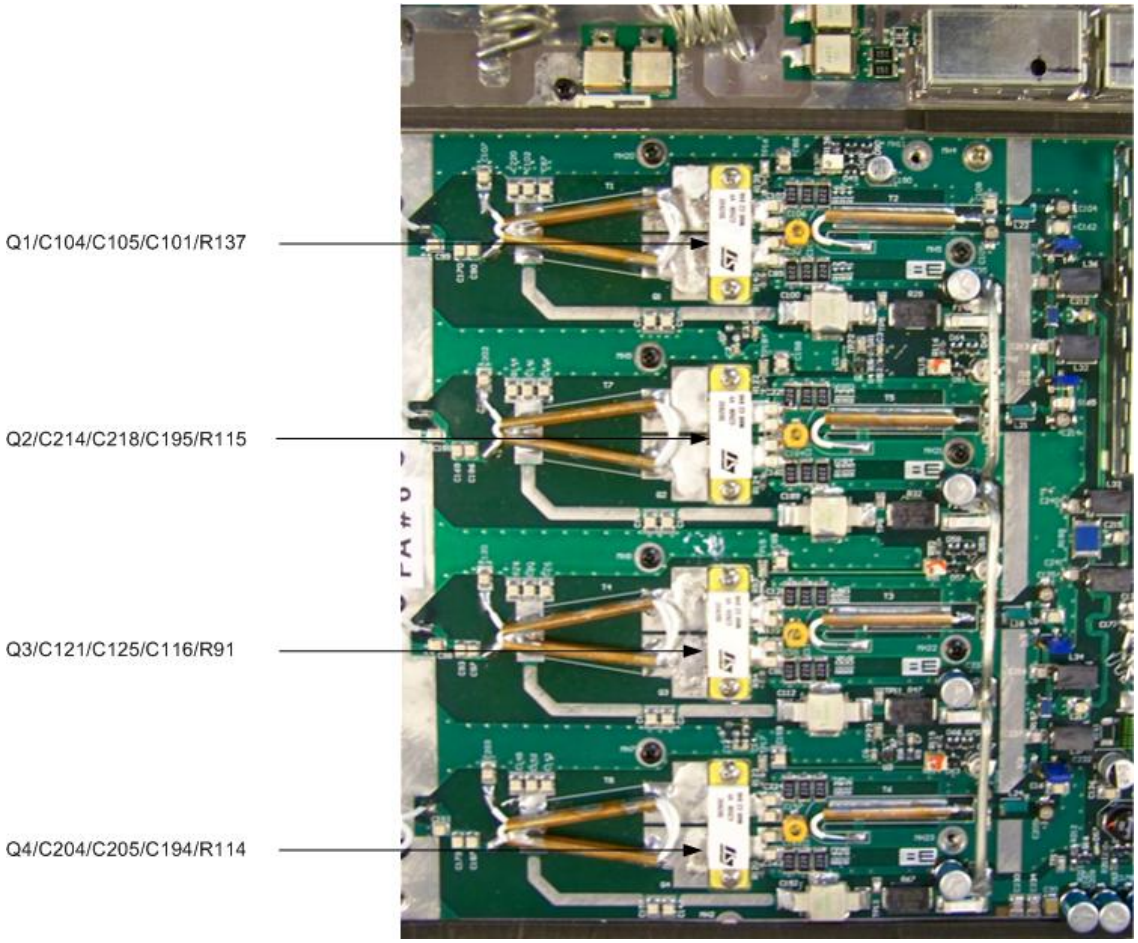

Figure 10-13: Replacing A Transistor On The PA Module
To replace a transistor on a PA module, refer to Figure 10-13 and perform the following procedure. The procedure replaces and adjusts section Q1. Sections Q2 through Q4 are identical.
A. Refer to Figure 10-13 and locate transistor section Q1.